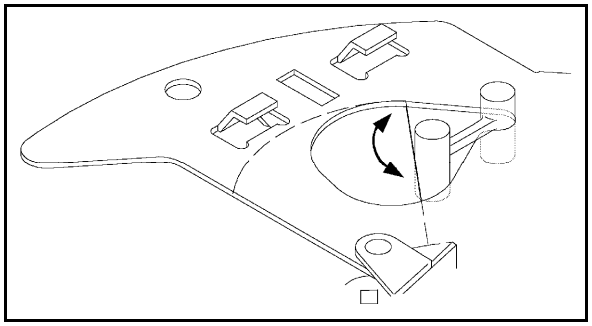

Fig. 63
+5 Increase the current offset by 5 impulses until the gauge fits exactly in the opening (Fig. 63).
-5 Reduce the current offset by 5 impulses until the gauge fits exactly in the opening (Fig. 63).